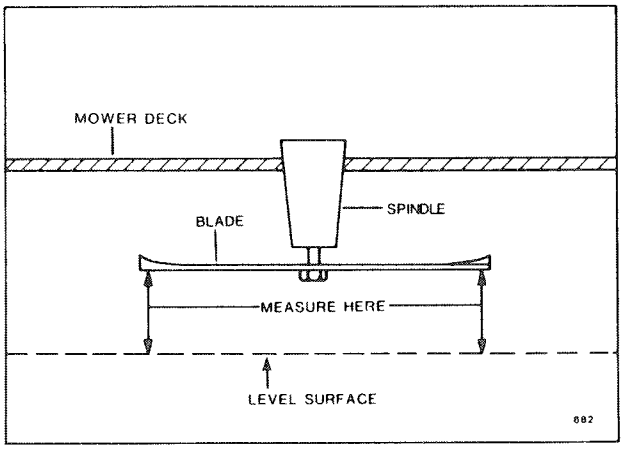

FIG. 13 Mower Level Measurement
2. Measure outside end of each side blade tip and adjust either right or left lift rod adjustment nut to obtain equal distances from surface to blade tips (Figs. 13 & 14).
2. Measure blade tips and adjust hanger rods evenly so that distance from surface to front and rear of blade tips are equal to 1/8 inch low in front (Figs. 13 & 14).